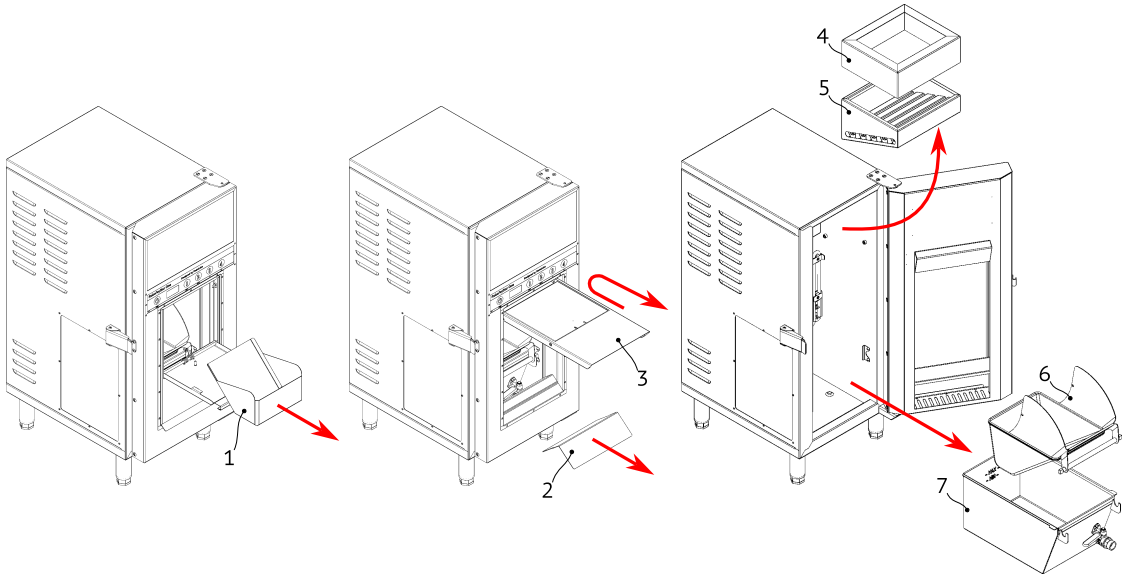

Рисунок 6
4. Потяните рукоятку открытия загрузочного лотка и отсоедините лоток 1. Поднимите заслонку 3, вытащите уголок-отражатель 2 или кронштейн с лотком приёмным; затем толкните заслонку внутрь, приподнимите, и вытащите заслонку, см. Рис. 6.